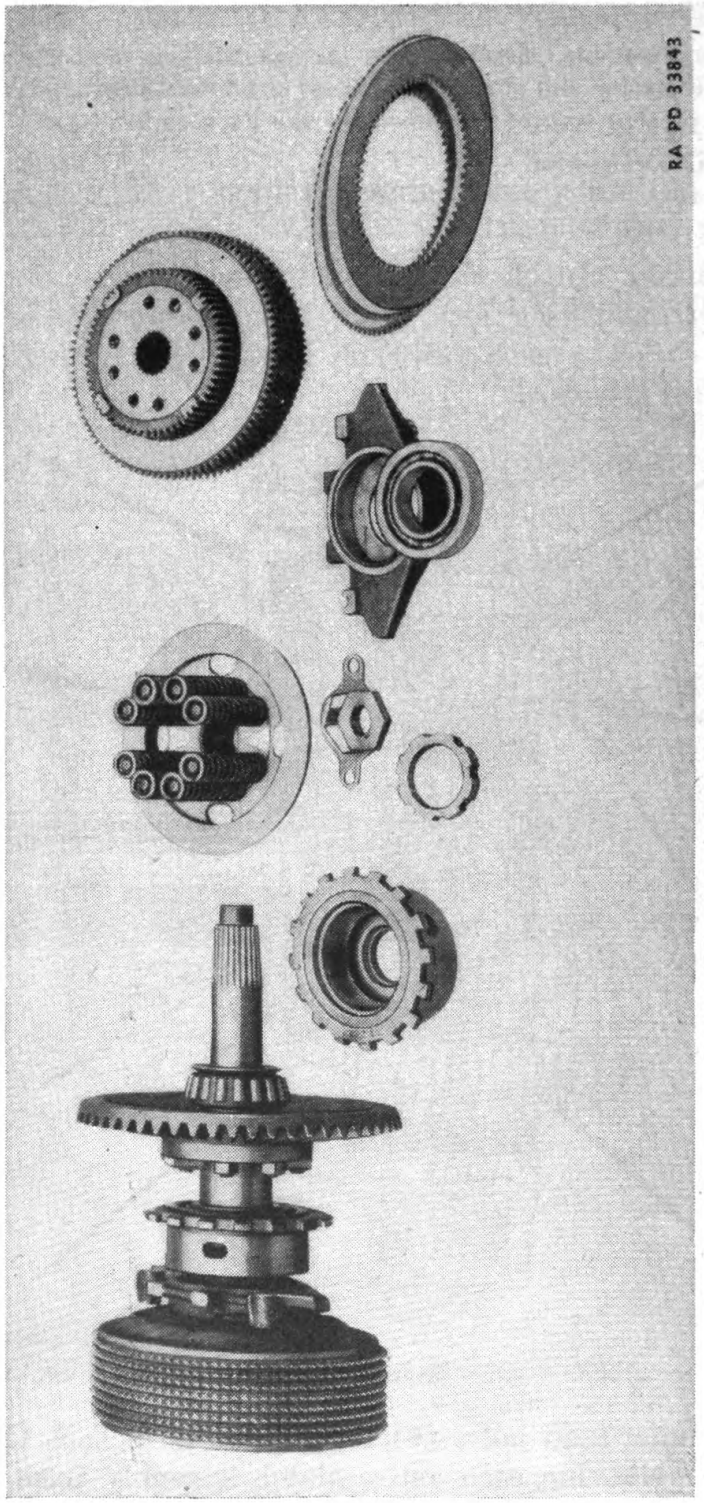

FIGURE 127.—Steering clutch assembly—exploded view.
(3) If the teeth have been grooved until the clutch disks will not slide smoothly and freely along the teeth, the inner and outer drum should be changed from one side of the machine to the other. This will give new working surfaces for the clutch parts (fig. 127) and insure complete disengagement when the steering clutch lever is operated.